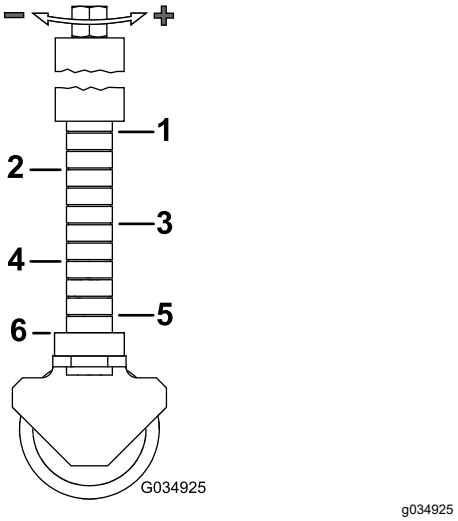

**Figur 33**
**Bemærk:** Se Figur 33 for klippehøjdeindstillingerne.